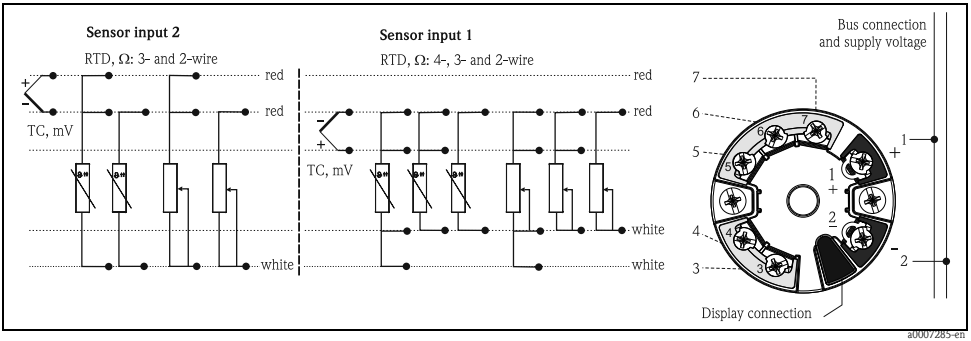

Fig. 5: Wiring the head transmitter
3. Connect the cables as shown in → Fig. 5. If the head transmitter is fitted with spring terminals, please pay particular attention to → 🖹 29.